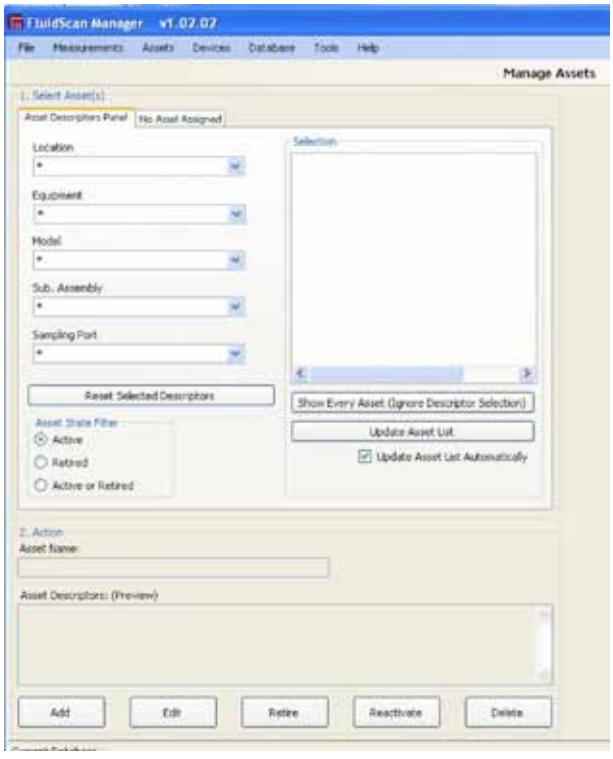

Figure 2.7-2, Manage Assets Screen
3. The Manage Assets screen opens, Figure 2.7-2. There will not be any assets listed the first time this screen is opened, but they will be listed in the "Matching Assets" field as assets are added. Note that the levels entered previously in our example appear on the left hand side with drop-down menus that contain the asset descriptors entered previously.